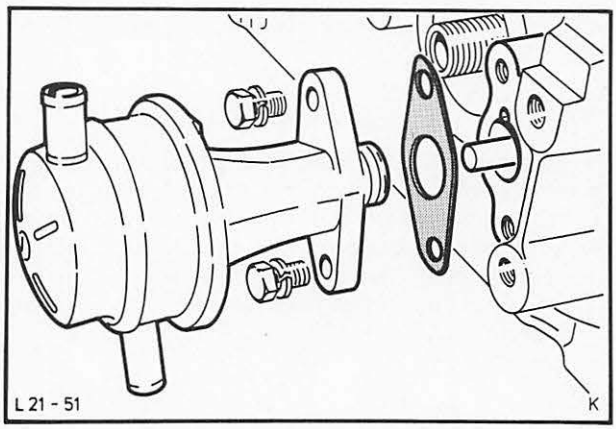

Abb. 68 Kraftstoffpumpe montieren
48. Kraftstoffpumpenstößel in die Bohrung schieben und Kraftstoffpumpe, Abb. 68, montieren.